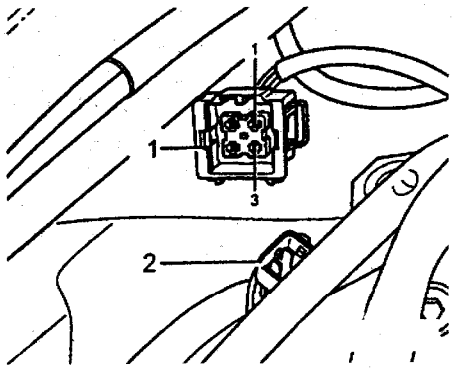

图 2－25
⑤如果显示约－46℃时，继续进行以下检查：如图 2－25 所示，拔下冷却液温度传感器的 4 针插头，用辅助导线 V.A.G1594 将插头的触点 1 和 3 跨接，并注意显示屏上显示。
如果显示约－46℃：按→键。再按 0 和 6 键。选择“结束输出”功能，并用 Q 键确认。关闭点火开关。见图 2－5 所示，将测试盒 V.A.G1598/22 连接到控制单元的线束中，检查测试盒的插孔 67 和 53 分别与 4 针插头的触点 3 和 1 之间导线的导通情况，导线电阻的最大值为 1.5Ω。另外，检查与蓄电池正极的导线是否短路，允许值为∞。如果导线无故障，应更换发动机控制单元。
⑥如果显示为 141℃时，继续进行以下检查：拔下冷却液温度传感器的 4 针插头，如图 2－25 所示。